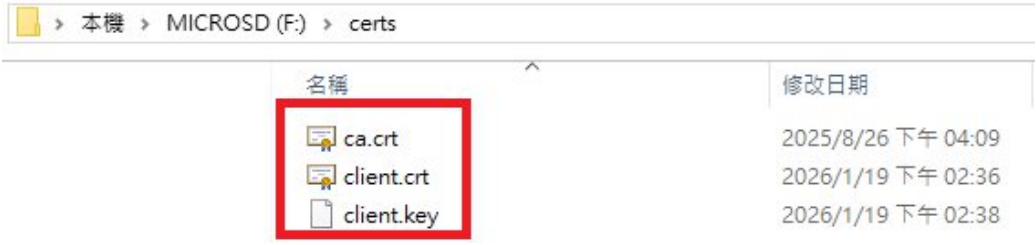

Figure 11.7.8
2. After configuring the parameters, power off the device and remove the SD card to store the certificates and private key. Create a new folder named "certs" in the root directory of the SD card. Rename the files as follows: CA certificate to "ca.crt," client certificate to "client.crt," and client private key to "client.key," as shown in Figure 11.7.8.